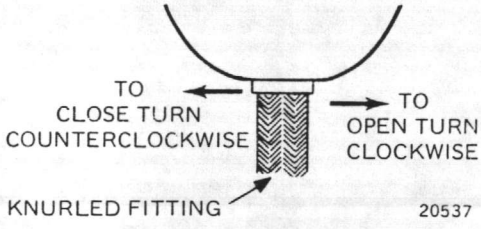

Fig. 2. Separator/Drain.
1. Remove the metal clamp and tubing from the knurled fitting (Fig. 2).
4. Remove old drain mechanism by turning the knurled fitting and removing it from the bottom (Fig. 2).
2. Depressurize the separator/drain by slowly opening manual drain. If unit is equipped with an automatic drain, it can be manually opened by turning the knurled fitting as shown in Figure 2.